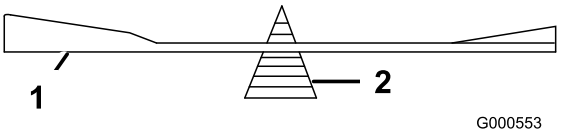

Figur 56
2. Kontrollera knivens balans med en knivbalanserare (Figur 56).